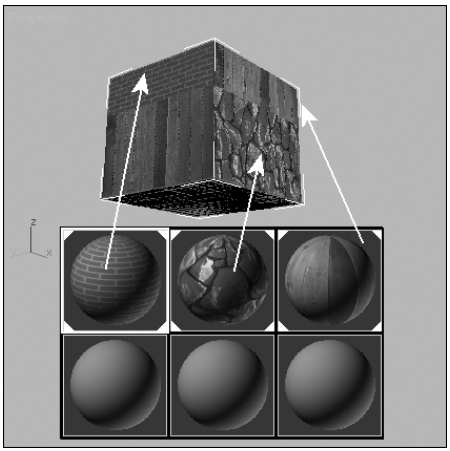

Fig.9.70
3. Faites glisser un matériau d'un champ échantillon de l'**Editeur de matériaux** vers les faces sélectionnées (fig.9.70).